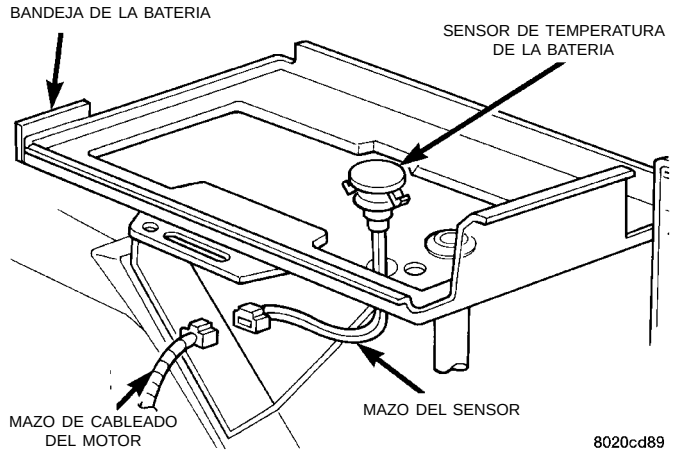

Fig. 6 Sensor de temperatura de la batería
(1) El sensor está situado debajo de la batería y se encuentra conectado a la bandeja de ésta (Fig. 6). Un mazo de cables flexibles de conexión de dos alambres está conectado directamente al sensor. El extremo opuesto de dicho mazo conecta el sensor al mazo de cableado del motor.